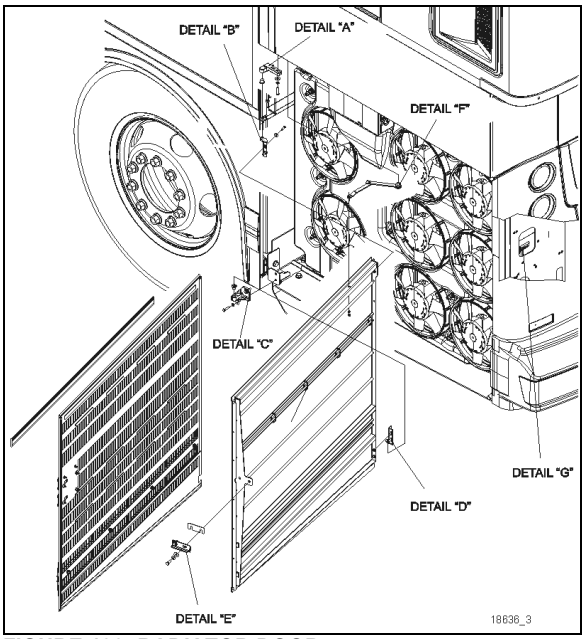

**FIGURE 139: RADIATOR DOOR**
6. Loosen the bolts, (details “A” & “C”, Figure 139) holding the hinge to the vehicle structure to shift the door "LEFT or RIGHT".
7. Loosening the bolts (details “B” and “D”, Figure 139) allows the door to be shifted "UP or DOWN".